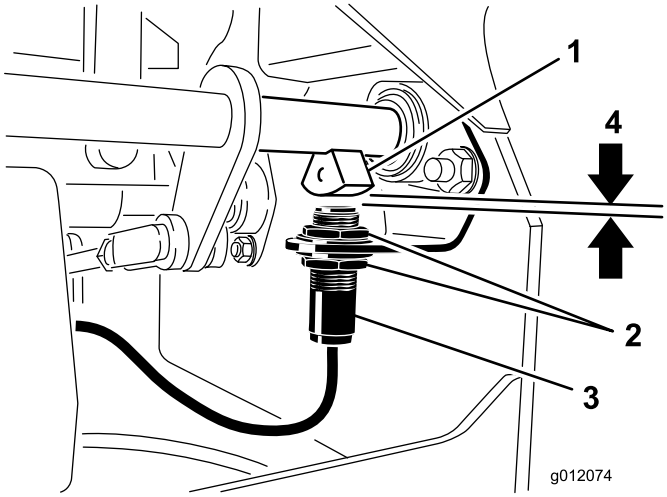

Figuur 51
4. Beweeg de schakelaar op of neer op de beugel tot de afstand tussen de sensor van de remas en de plunjer van de schakelaar 3,9 mm bedraagt (Figuur 51).